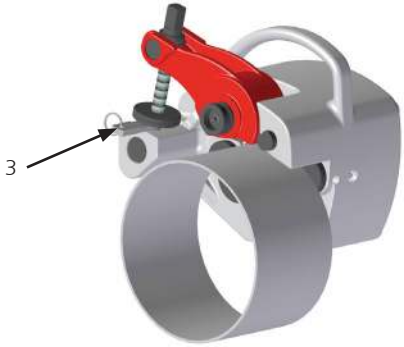

Abb. 3
- Nachdem Sie die Zustellschraube per Hand angezogen haben und die Maschine auf dem Rohr gesichert ist, positionieren Sie die Tiefenlehre (siehe Abb. 3, Nr. 3) zwischen Maschine und Stellmutter.